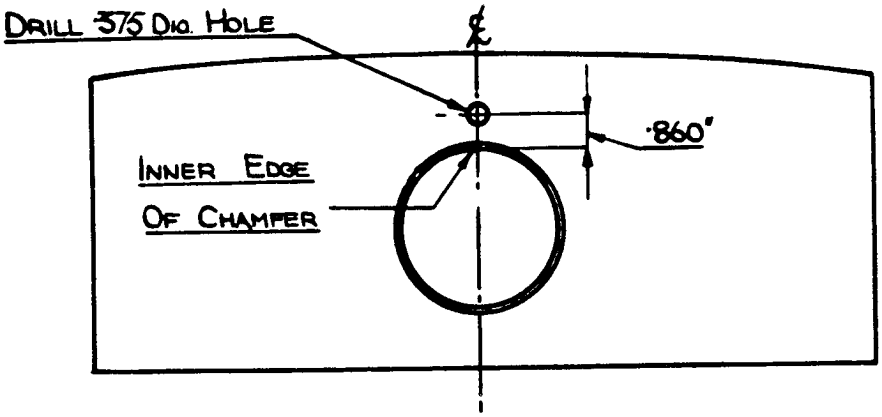

FIG. 2.
5. Drill the wooden facia panel as shown in Fig. 2.